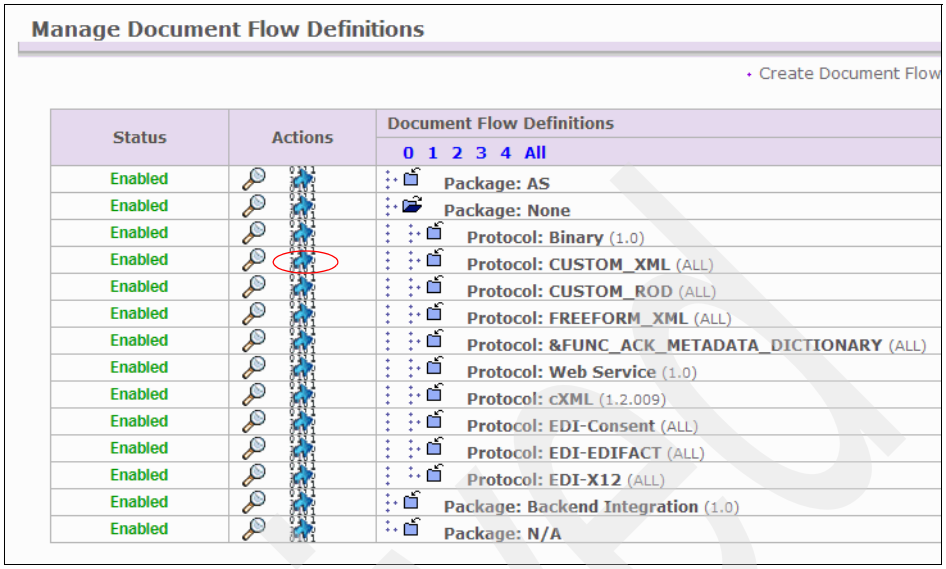

Figure 19-11 Select actions
2. Select the **None** Package and select the **blue arrow** icon next to the Protocol **CUSTOM_XML.** See Figure 19-11 on page 641.